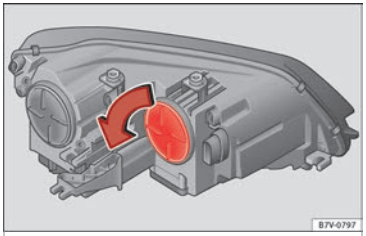

Fig. 107 In the engine compartment: turn signal indicator cover.
2.	Rotate the cover »» Fig. 107 in the direction of the arrow and remove it.
7.	Rotate the cover ››› Fig. 107 in the opposite direction to the arrow as far as it will go.